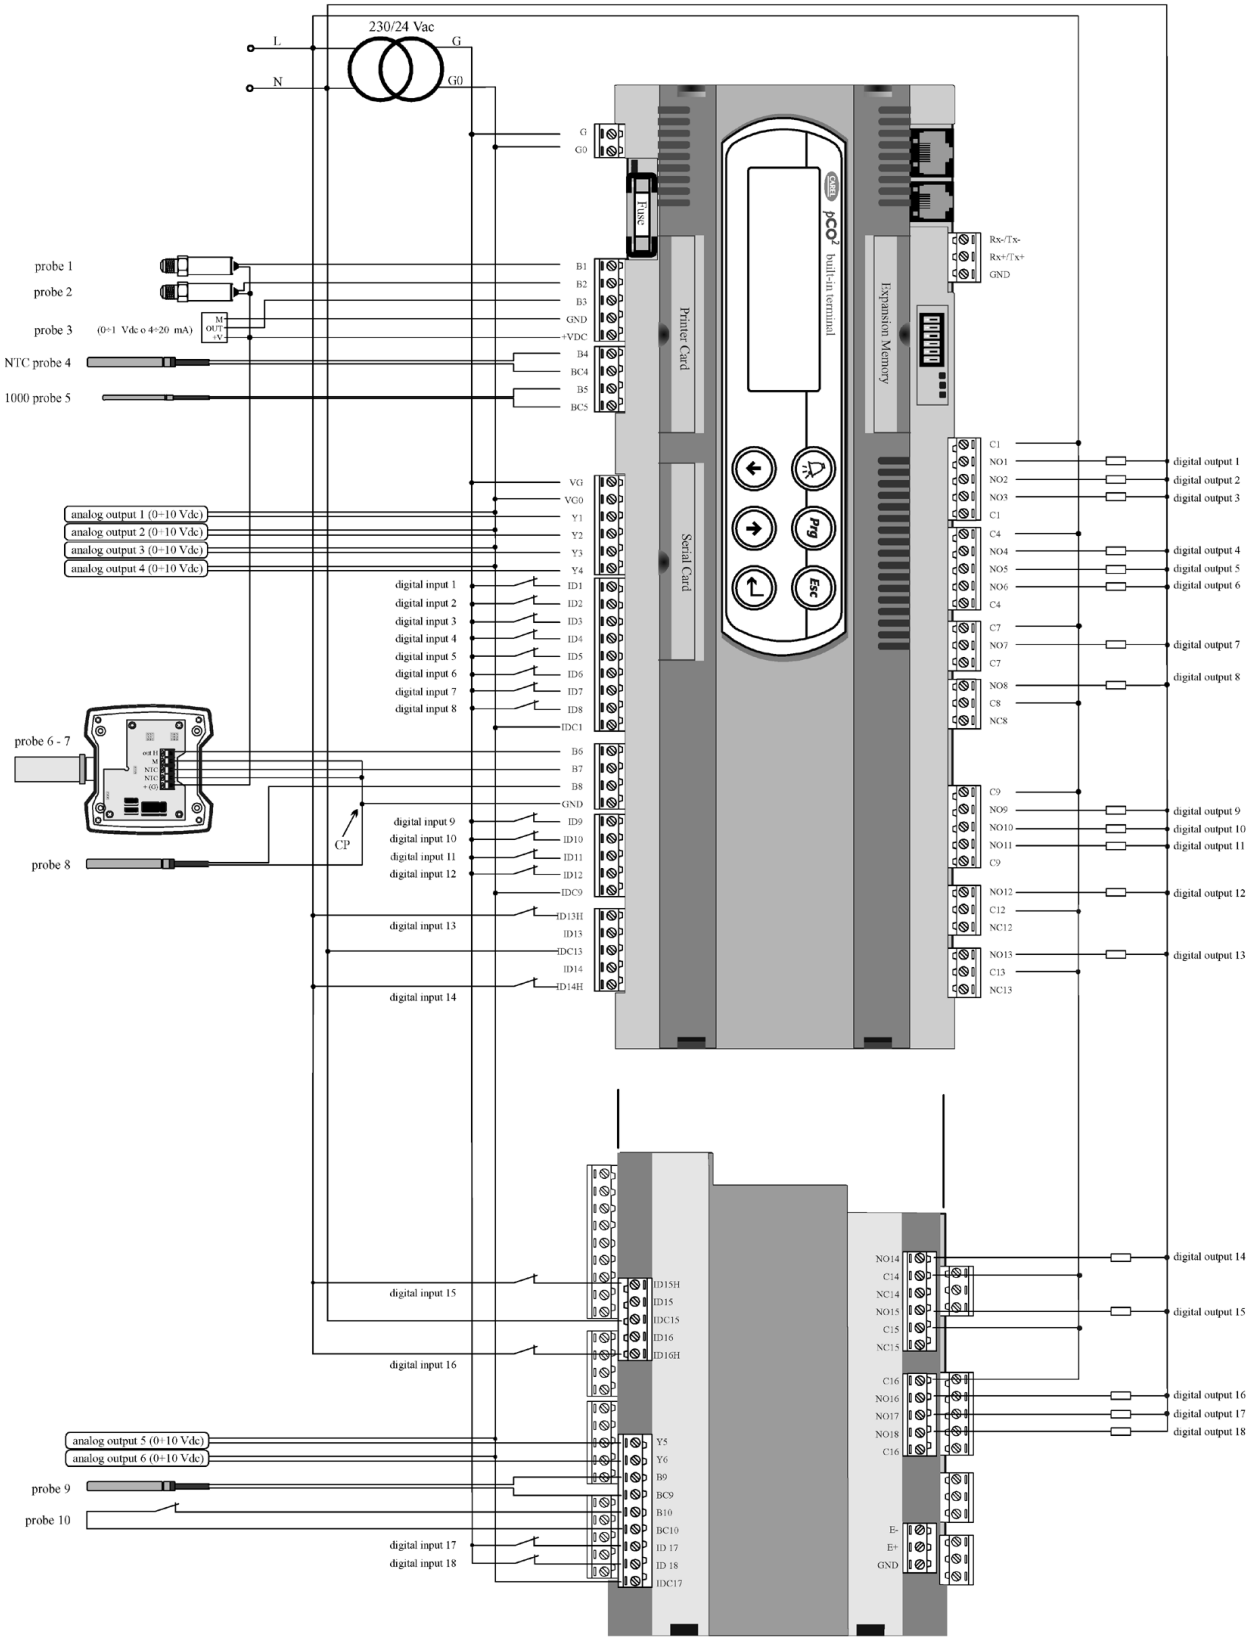

Рис. 7.1
- Провод «земля» надо подключать к соответствующей клемме контроллера GND, как показано на рис. 7.1 (датчик 8). Создание промежуточных подключений запрещено.